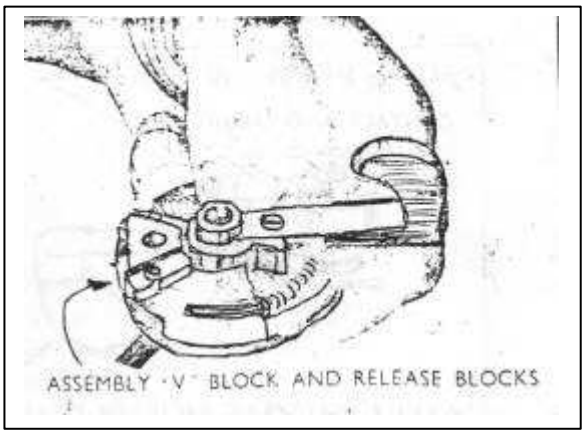

Fig 6.
3. Position the two release blocks in their grooves with the tapered ends pointing away from the “V” block (see Fig.6).